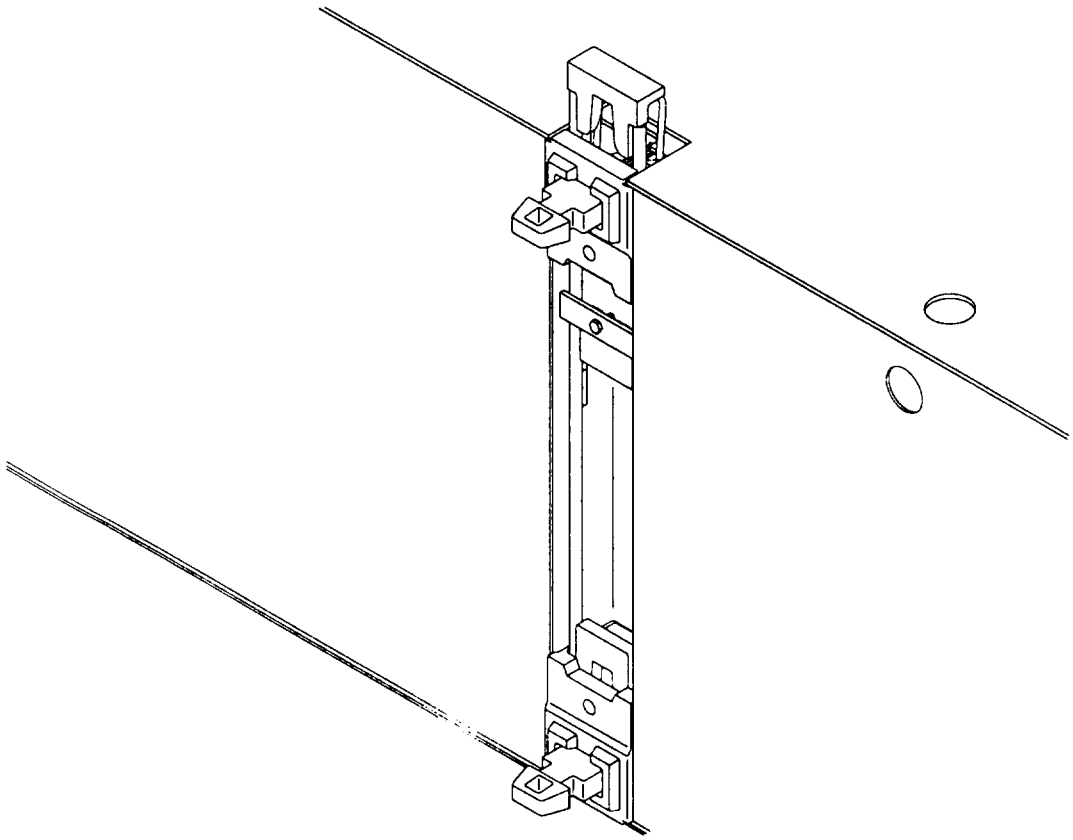

Figure 2-35. Male Connector Pins in the Extended Position.
e. Raise the Male Guillotine Bar approximately 6 inches until it stops. It should stay in the up position, if not, tighten bolt in Friction Plate for more tension. This will allow the Pin Deployment Spring to push the Male Guillotine Pins to the fully extended position (Figure 2-35). Remove the pry-bar.